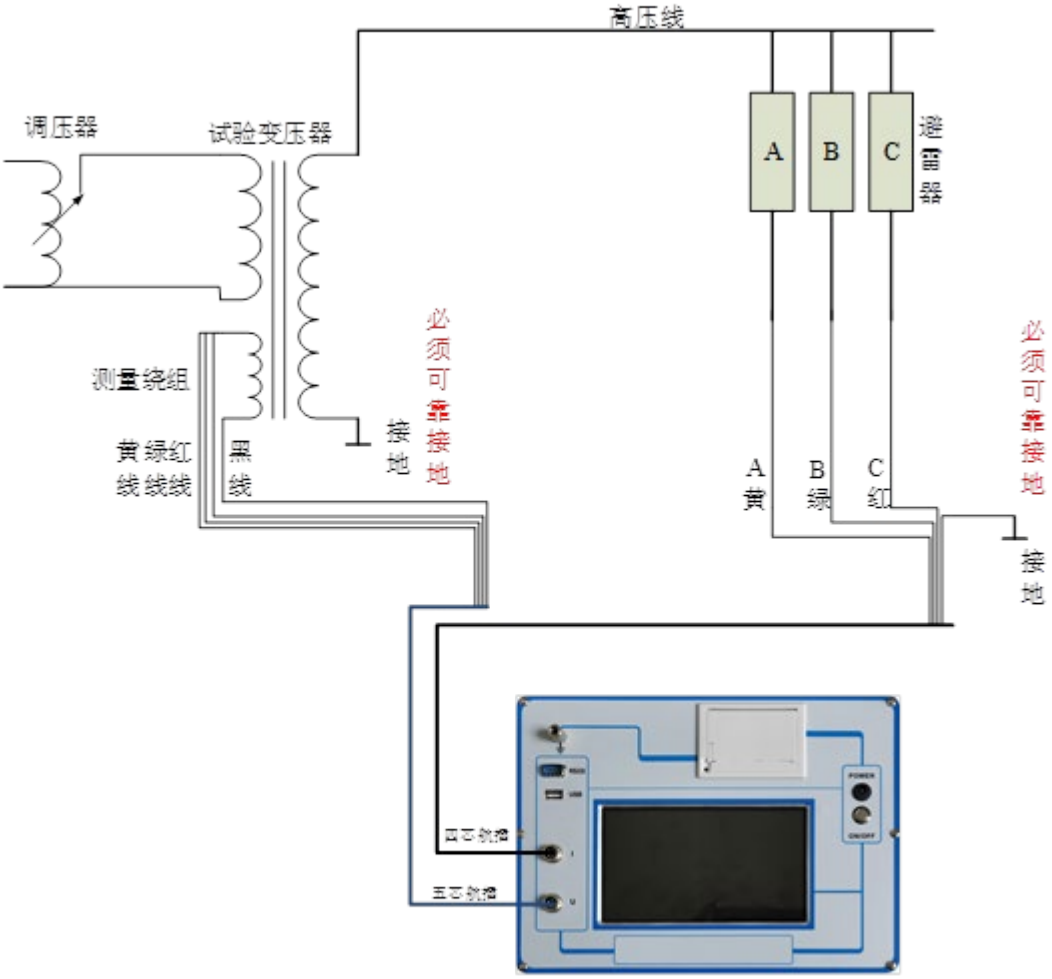

图 6
**在变压器停电状态下，实验室三相接线方法如图 6 所示，请先将仪器和试验变压器可靠地线，**再接电流测试线（航插 4 芯出 4 芯线的黄、绿、红线分别接 A、B、C 三个氧化锌避雷器下端，黑线接地），最后接电压测试线（航插 5 芯出 4 芯线的黄、绿、红线接变压器测量绕组一端，黑线接变压器的测量绕组的另一端，注意方向，如方向不对可对调一下）。